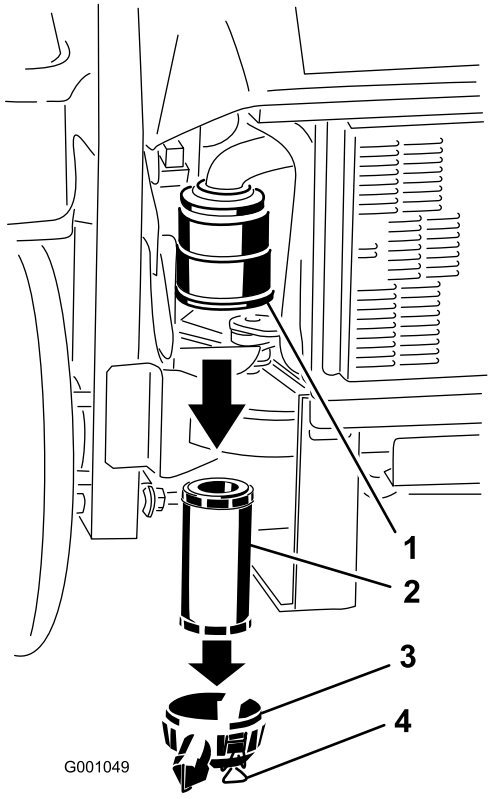

Figuur 27
3. Maak de sluitingen op het luchtfilter los en trek het luchtfilterdeksel van het luchtfilterhuis (Figuur 27).
5. Schuif het filter voorzichtig uit het luchtfilterhuis (Figuur 27). Zorg ervoor dat u niet met het filter tegen de zijkant van het luchtfilterhuis stoot.